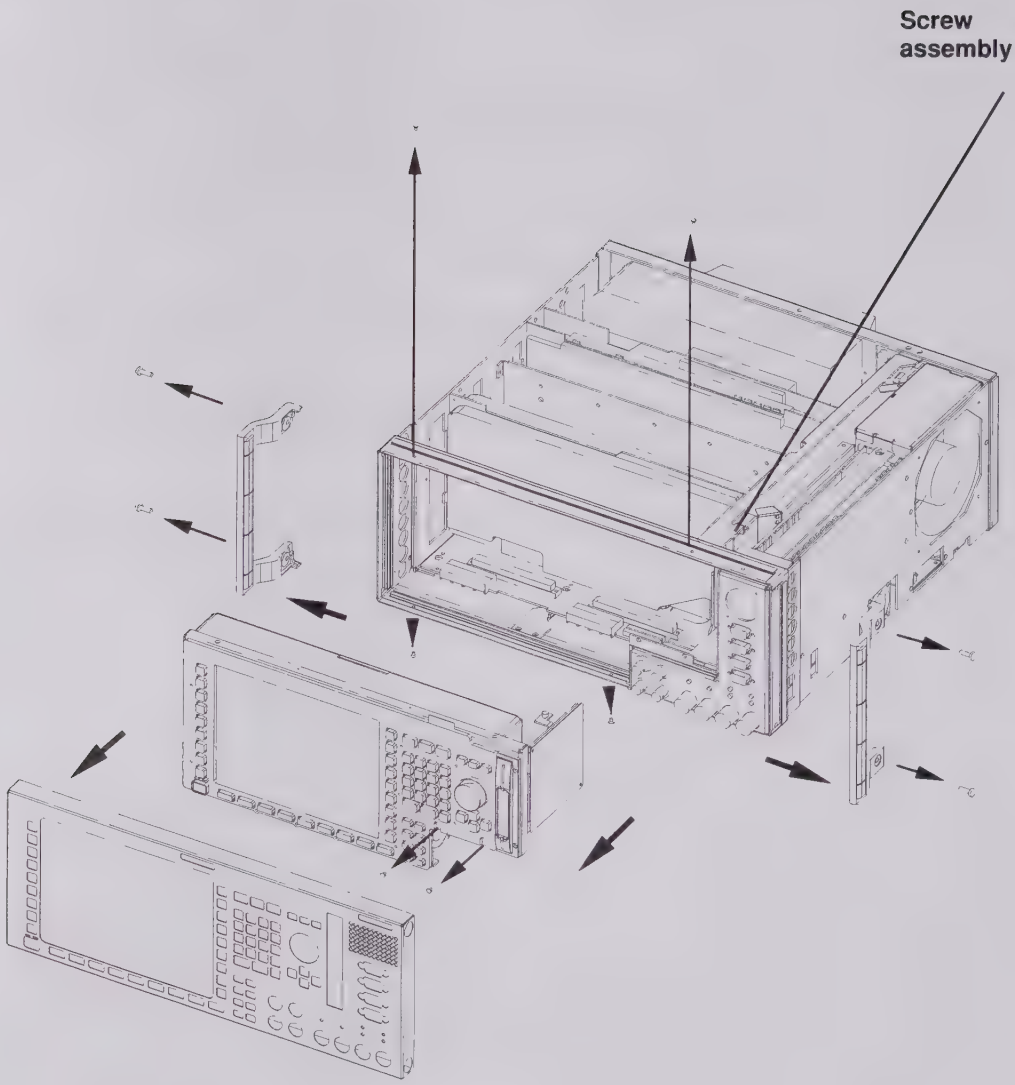

Fig. 2
1.9 Push the front module to the front by slightly exerting pressure at the back (Fig. 2).